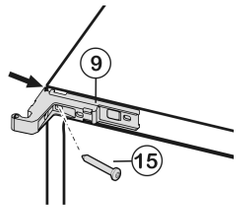

Fig. 14
- Turn the top turn hinge *Fig. 14 (9)* through 180° and screw it firmly into place on the opposite side with the screw *Fig. 14 (15)***(with 4 Nm)**. Butt the turn hinge against the side wall of the appliance.